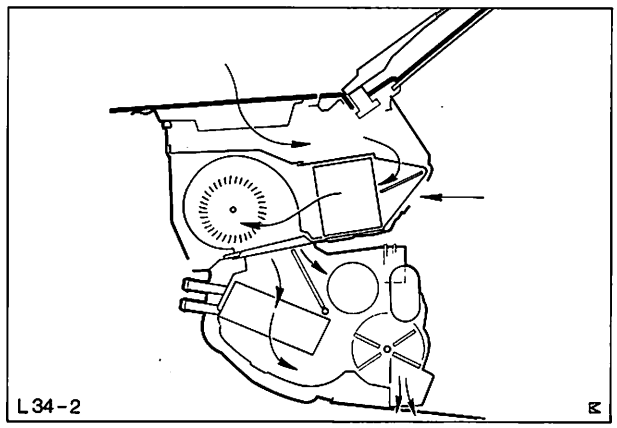

Abb. 2 H. D. – Heizung
b) H. D.-Heizung (H. D. = heavy duty = verstärkte Heizung), für bestimmte Länder, Abb. 2.